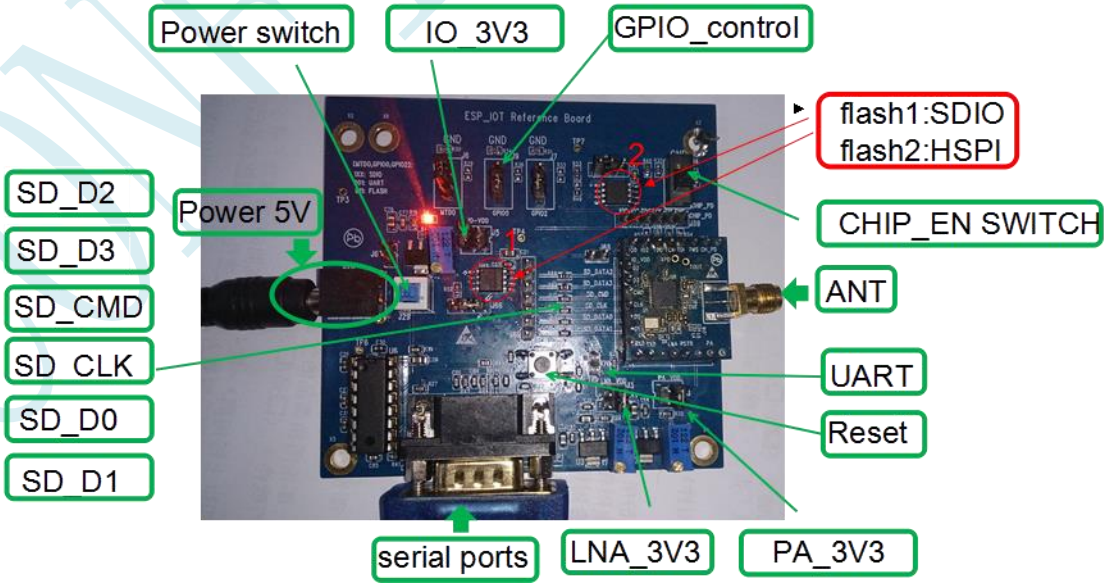

Figure 4: ESP8266EX Demo Board (Brief Outline)
1.3.1.2 UART Connector (as in Fig. 4 Demo Board)